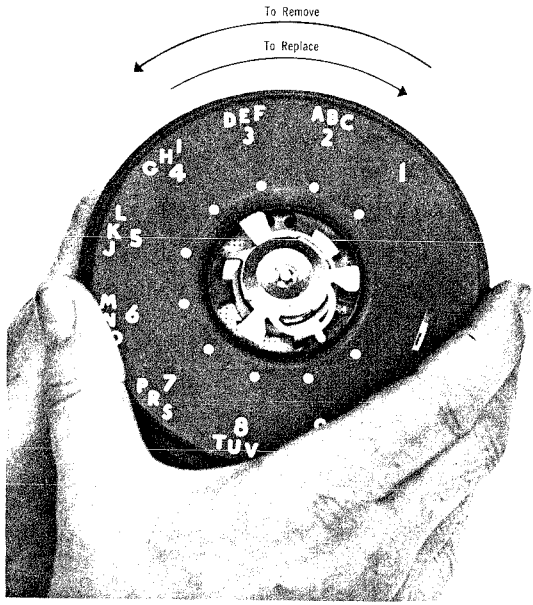

Fig. 7 — Removal of Number Plate
(1) Remove fingerwheel (see Para. 4.01).
(2) Remove finger stop (see Para. 4.03).
(3) Remove number plate by rotating it in a counterclockwise direction until it becomes free (see Fig. 7).
(4) Raise the top portion of the number plate until it clears the clamp plate.
(5) Lift number plate off the dial mechanism.